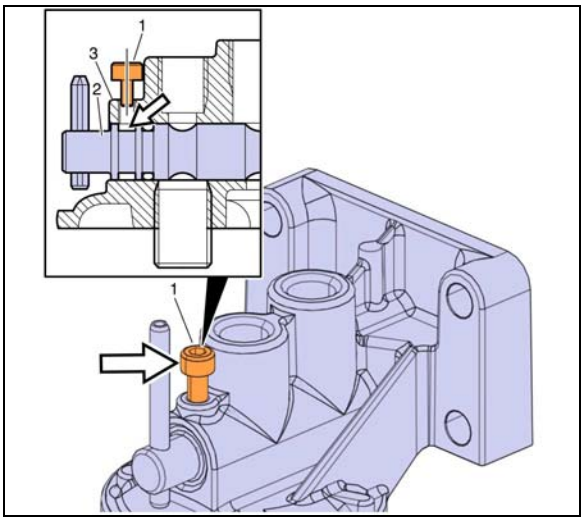

FIGURE 6: VIS HEXAGONALE M5
6. Desserrer la vis hexagonale M5 (1) située sur le support du filtre (3) jusqu'à ce que la rainure du cylindre soit dégagée (2) (Figure 6).